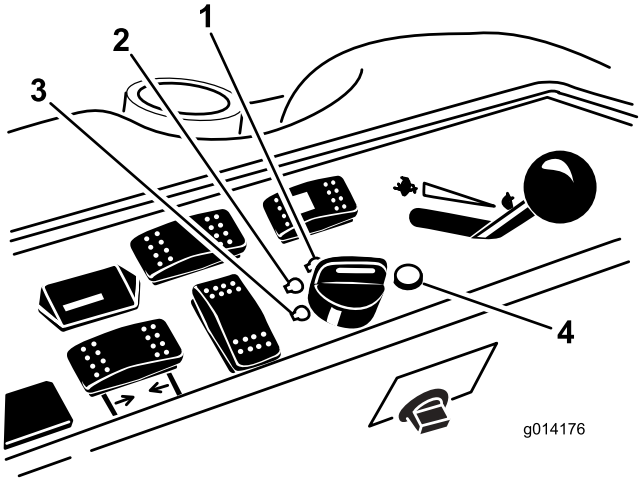

Figur 12
6. Vri tenningsnøkkelen med klokken til kjørestilling (Figur 12).
3. Vri tenningsnøkkelen til av-stilling (Figur 12). Vent til alle bevegelige deler stanser før du forlater førerstillingen.